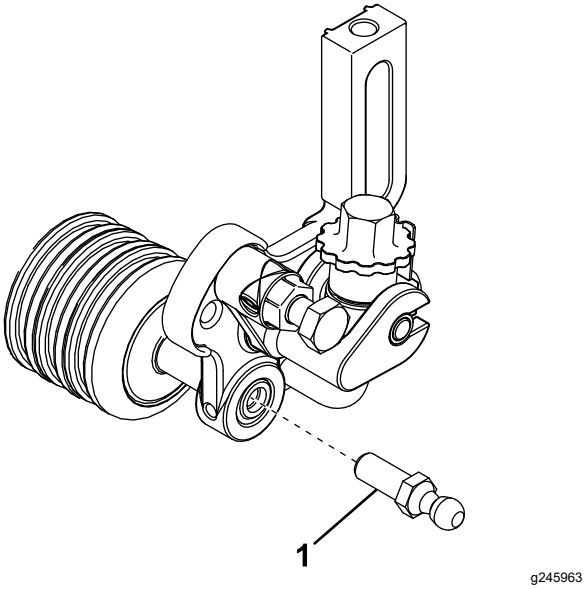

Bild 6
10. Schrauben Sie einen Kugelbolzen auf jedes Ende der Frontrollen am Groomer (Bild 6).